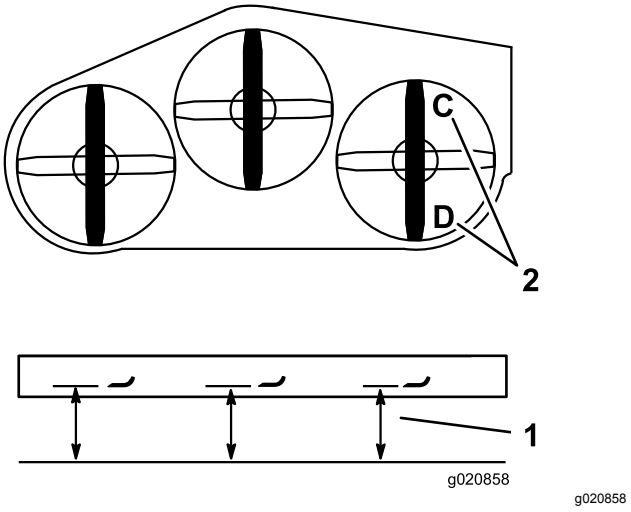

Figur 84
1. Ställ in den högra knivens främre-bakre lutning (Figur 84).
2. Mät den högra kniven vid punkt **C**, från en plan yta till knivens egg, och skriv upp måttet (Figur 84).
3. Mät den högra kniven vid punkt **D**, från en plan yta till knivens egg, och skriv upp måttet (Figur 84).
Obs: Gräsklipparkniven ska vara ca 6 till 10 mm lägre vid punkt **C** än punkt **D** (Figur 84). Fortsätt till nästa steg om detta inte är korrekt.